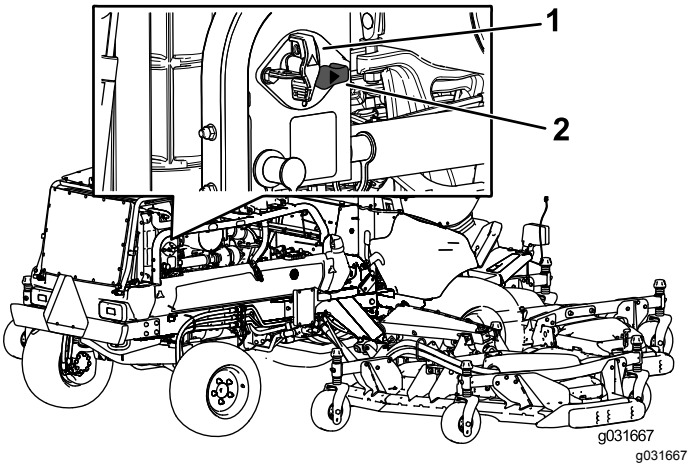

**Figur 80**
- For at strømføre maskinen skal du dreje batteriets afbryderkontakt med uret til positionen ON (til) (Figur 80).
- For at afbryde strømtilførslen til maskinen skal du dreje batteriets afbryderkontakten mod uret til positionen OFF (fra) (Figur 80).